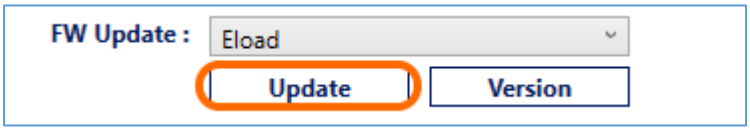

Figure 29. Update Firmware for E-Load
4. Select **Eload** in the "FW Update" field and click on the **Update** button as shown in Figure 29 below.